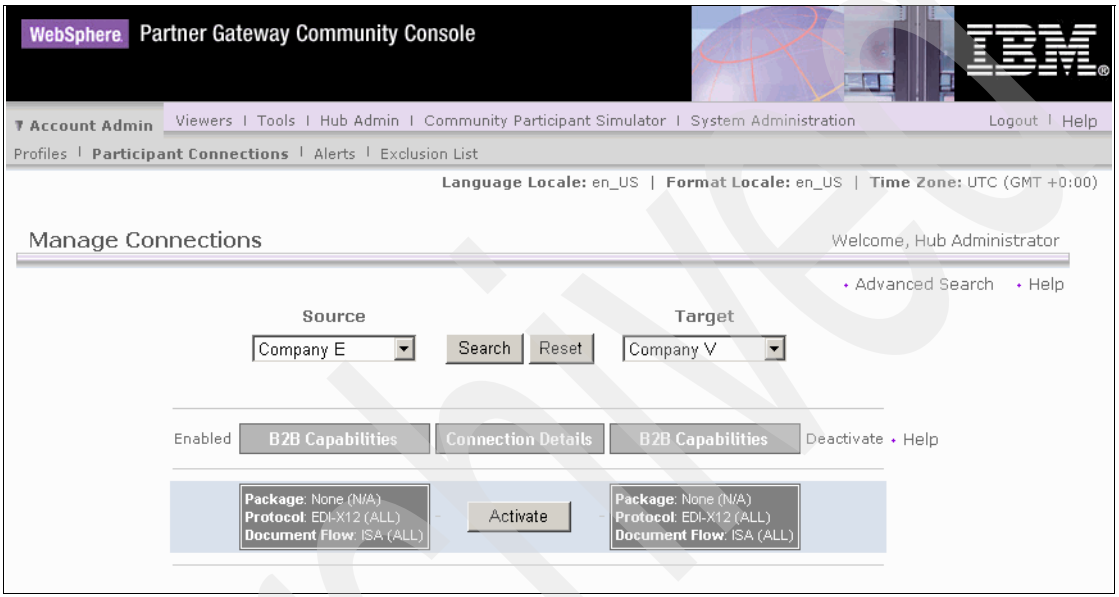

Figure 13-11 List of possible connections between Company E and Company V
3. You now see several possible connections (see Figure 13-11), based on the common B2B capabilities of Company E and Company V. The required connection for these two companies is: